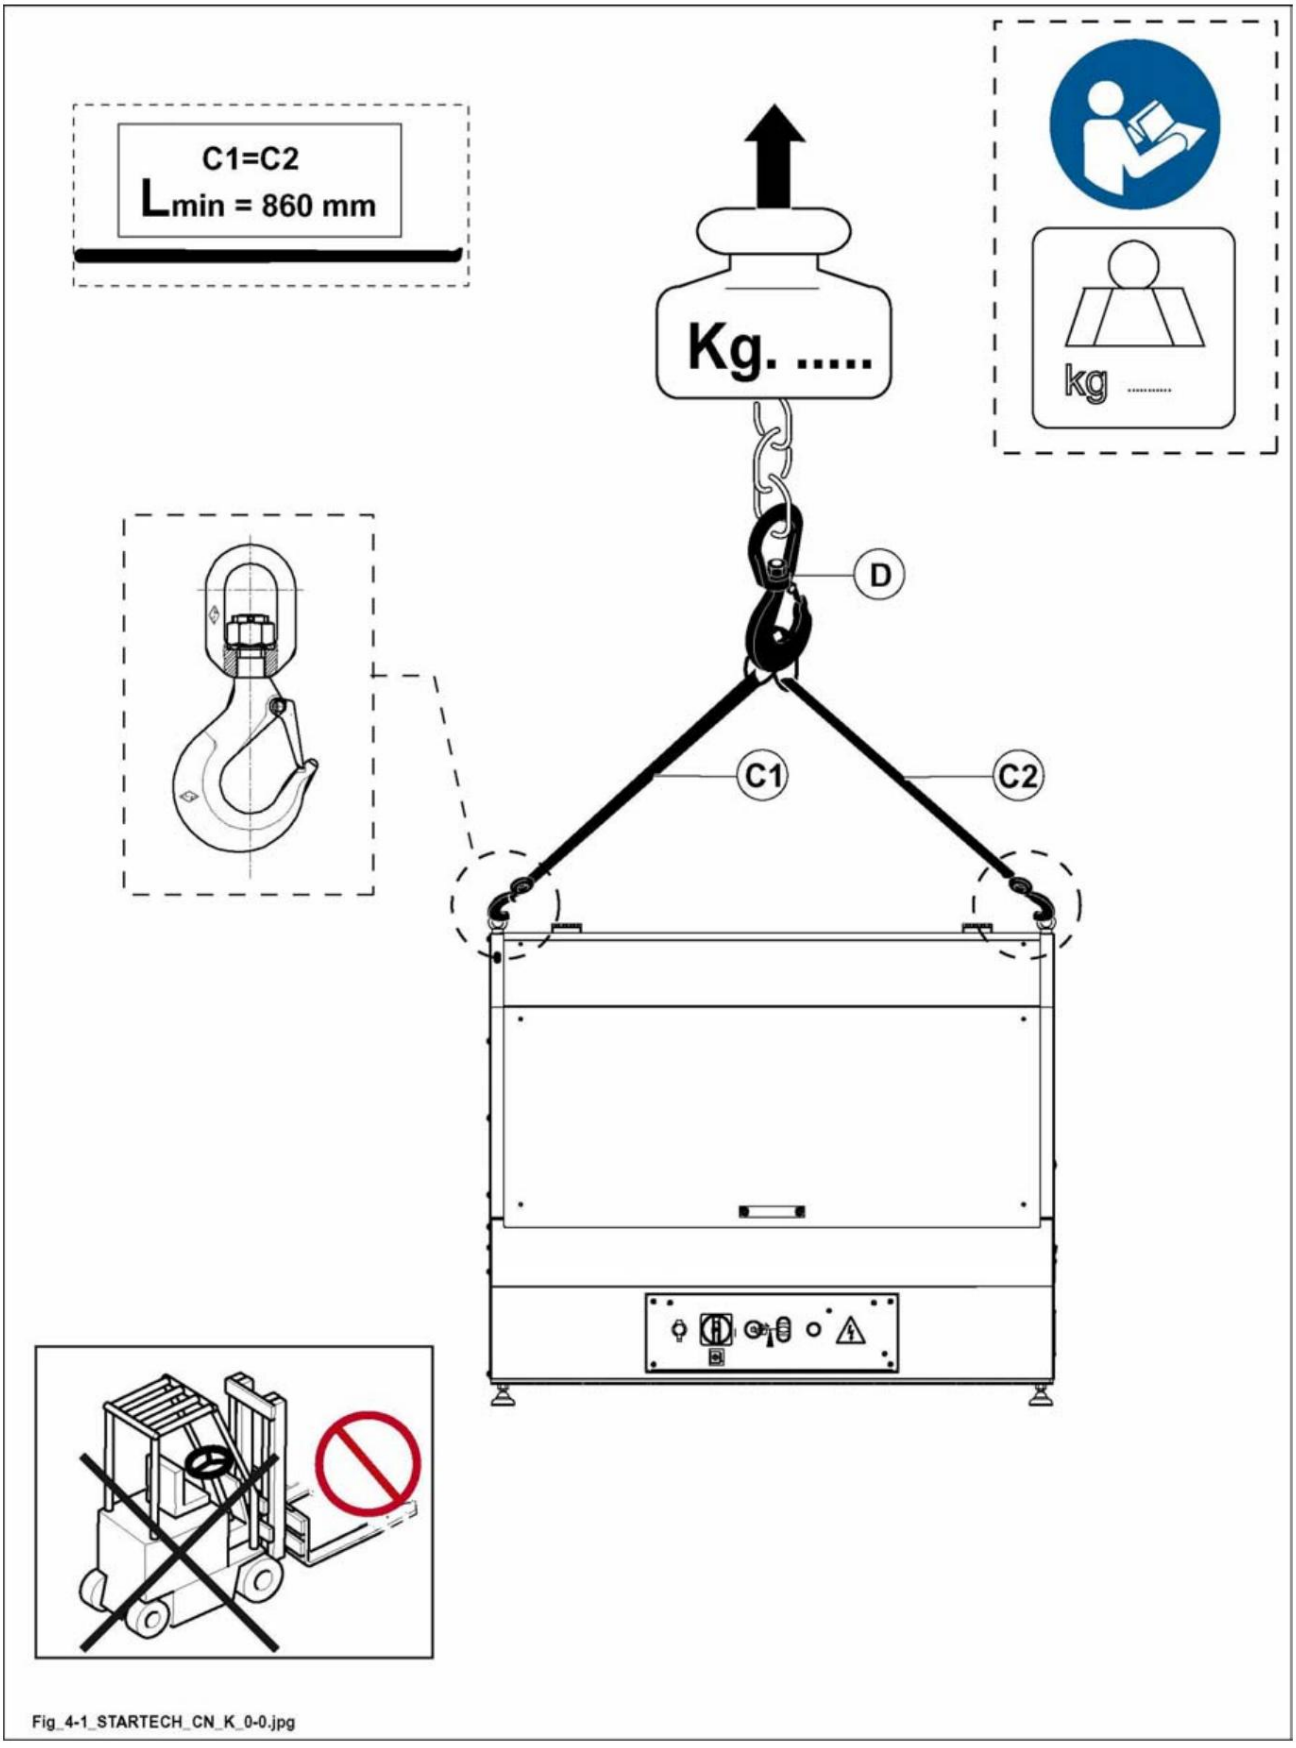

Fig. 4.1
maskinen med kran eller annan lyftanordning genom att hugga repen (se Fig. 4.1).
- Förbered 2 remmar (C Fig. 4.1) med tillräcklig längd och lastkapacitet (minsta remlängd 860 mm); Lyft bältet och placera det som visas i figur
- 4.1; Fäst remmar på kranen (D Fig. 4.1) (med tillräcklig lastkapacitet); Ordna remmarna (C
- Fig. 4.1) korrekt genom att flytta kranen något tills optimal stabilitet uppnås; Lyft maskinen